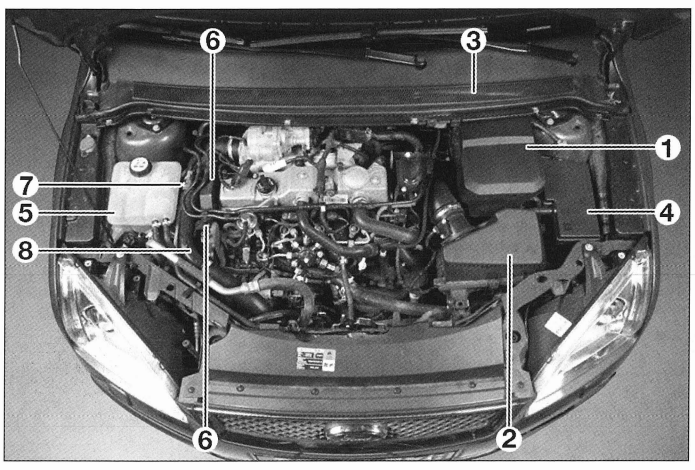

FIG. 40
- la batería y su soporte (1) **(fig. 40).**
- el filtro de aire (2) después de haber sacaco el conector del caudalímetro de aire y el conducto de aire.
- desmontar la rejilla y el compartimento de salpicadero (3) (ver capítulo "Carrocería").
- desmontar la carcasa de la unidad eléctrica central de compartimento motor (4) y sacar el conector del cableado motor.